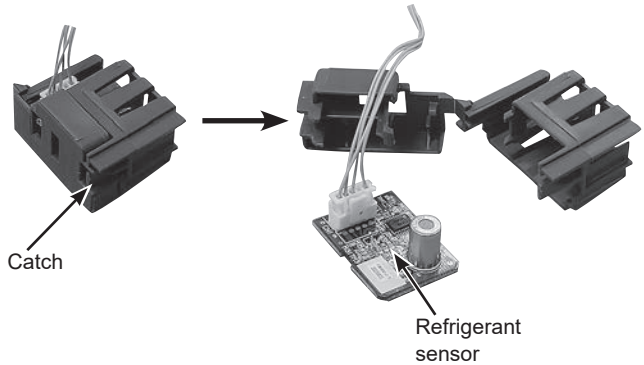

Figure 2
(1) Connect the lead wire to the refrigerant sensor. (Figure 2)
(2) Push the lead wire into the slit so that the refrigerant sensor does not press it.
(3) Install the refrigerant sensor assembly as shown in the Photo 10.